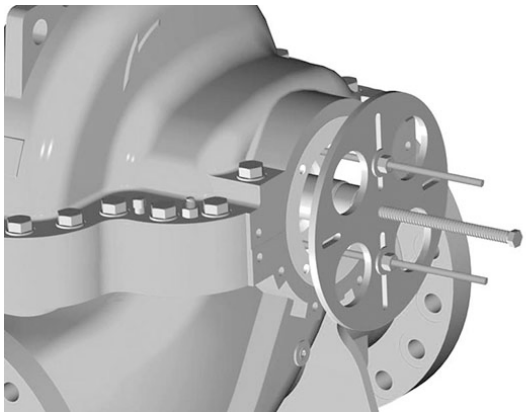

Figure 25: Universal extraction tool applied to outboard (opposite of coupling) side of pump
6. Evenly tighten the two jacking screws on the outboard bearing body so that the bearing body assembly slides towards the end of the shaft (see Figure 25). Pull the bearing housing assembly off the remaining portion of the shaft. Pry bars may be used to assist in pulling the bearing housing assembly off the shaft.